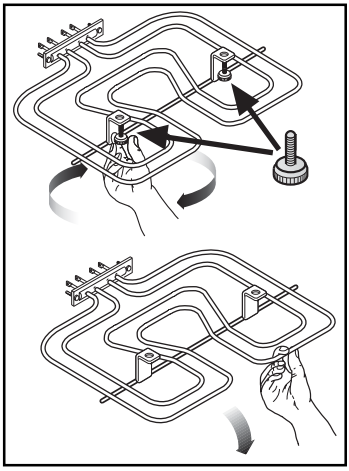

Fig. 7
- Dévissez les vis moletées (Fig. 7). La première fois que vous faites cette opération, nous vous recommandons d’utiliser un tournevis.